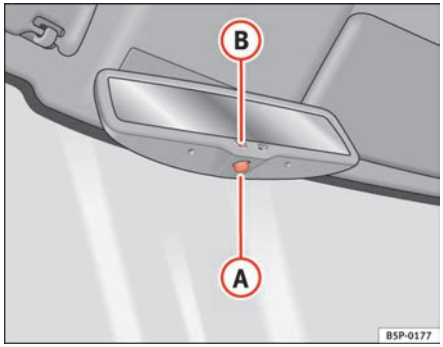

Fig. 86 Automatic anti-dazzle interior mirror.
– Press button (A) ⇒ fig. 86. Warning lamp (B) goes out.
– Press button (A) ⇒ fig. 86. Warning lamp is lit.